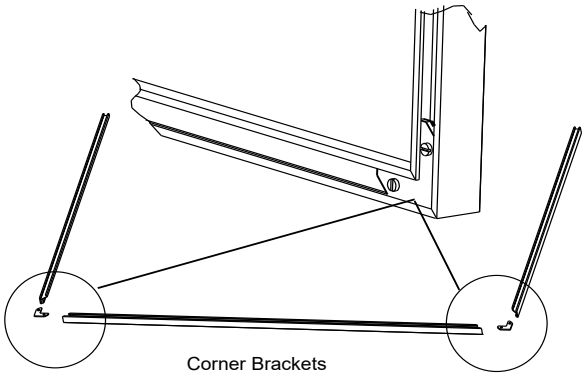

Figure 21.1
3. Assemblez la garniture comme indiqué à la **Figure 21.1**.